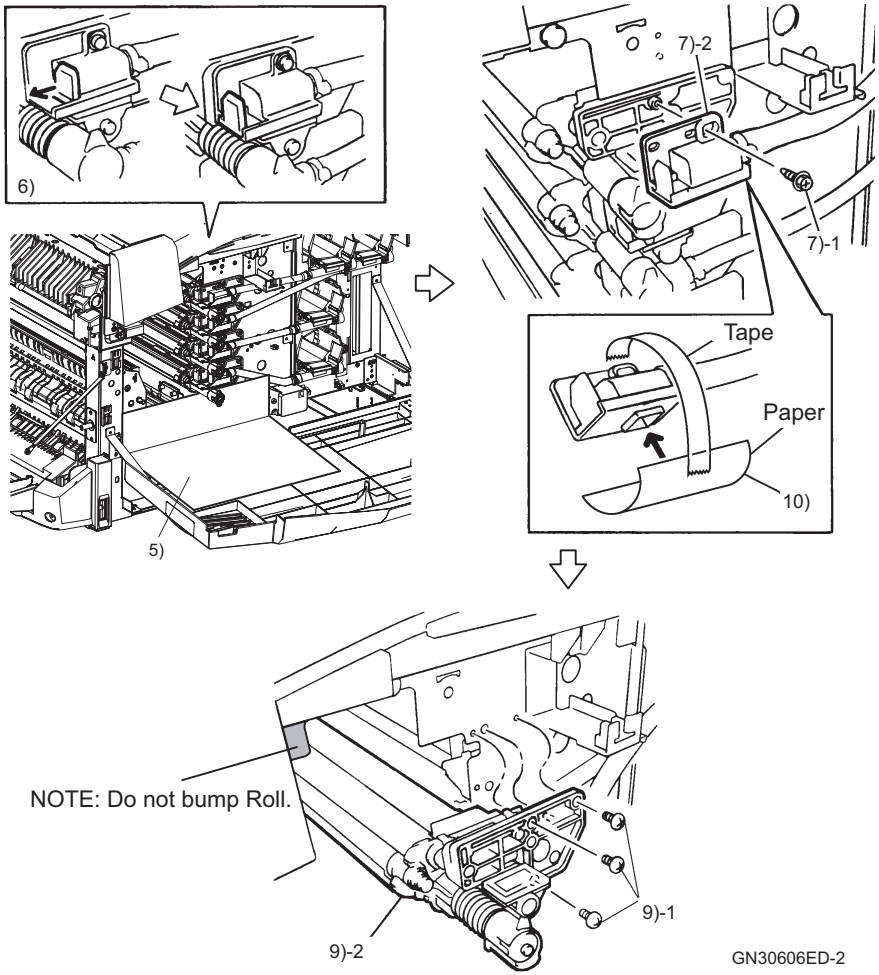

Figure 4-80. Removing the DEVE UNIT K (C, M, Y) (2)
5. Spread folded paper in the position in Figure 4-80.